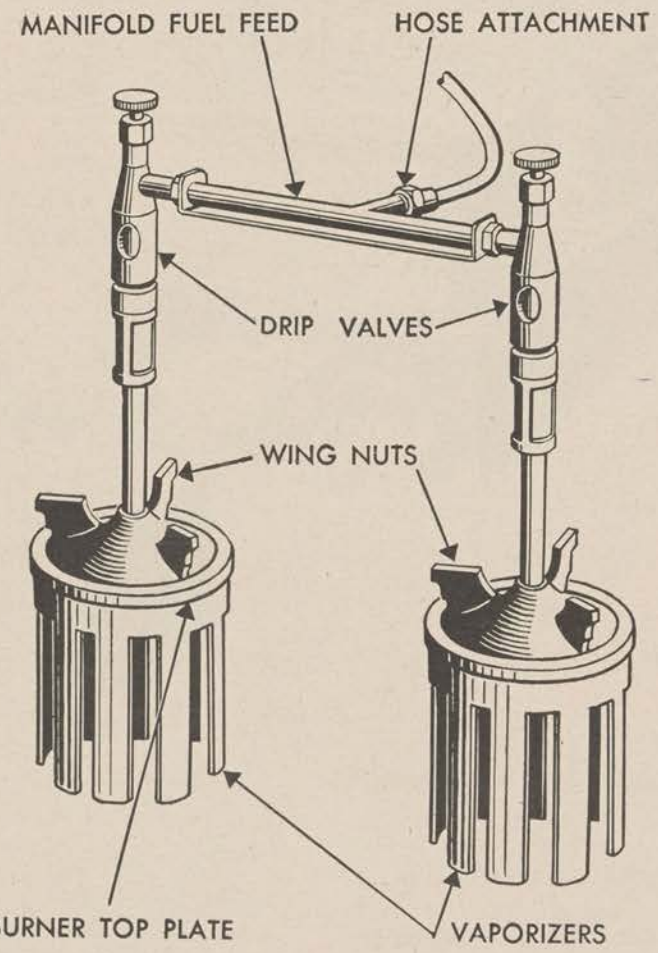

Figure 18. Burners, downdraft, gravity-feed.
a. Operation. Heat for the range is normally furnished by two down-draft, gravity-feed burners (fig. 18). Principal parts of the burner are the burner top plate and the vaporizer, a cylindrical part with fingerlike projections. The range will burn approximately 2/3 gallon of gasoline per hour or 4/5 gallon of kerosene or fuel oil.
(1) Fill the two boilers with water or food and place them in position on the range.
(2) Open one drip valve and start the fuel dripping slowly. When fuel appears around the edge of the burner, light with a match.
draft, gravity-feed burner, similar to those used with the outfit, cooking, pack. (See par. 19 and fig. 18.)